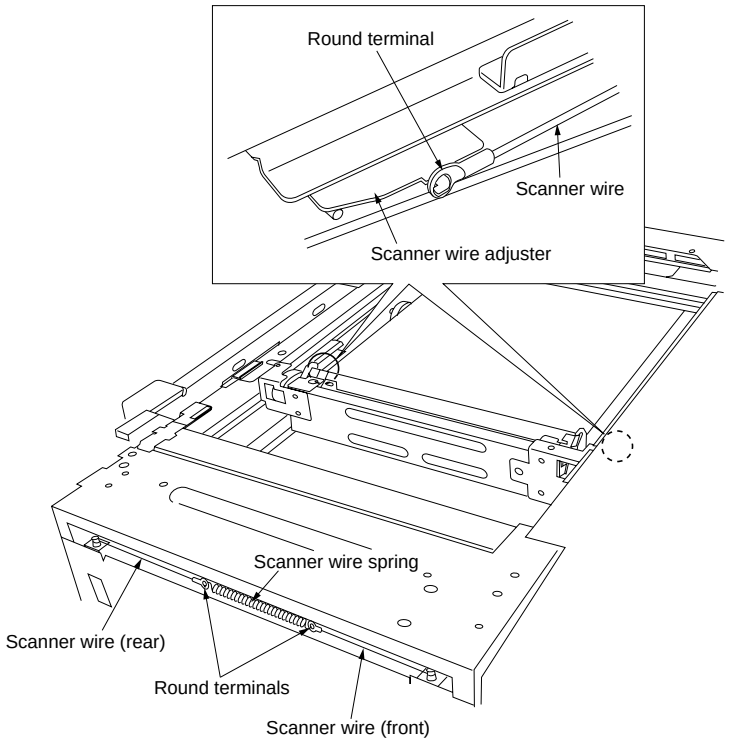

Figure 3-3-54
11. Remove the tape and so on fastening the scanner wire (front) to the left scanner reinforcement, then hook the round terminal of the front and rear scanner wires to the hook on the scanner spring. (See figure 3-3-54 on page 3-3-51.)